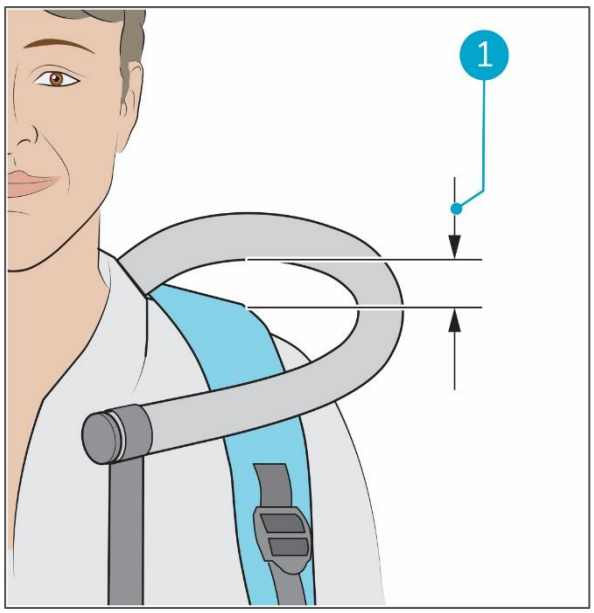

Abbildung 23
4. Stellen Sie sicher, dass ausreichender Abstand (± 2 cm) zwischen dem Rohr und Ihrer Schulter besteht (Abbildung 23, Pos. 1).